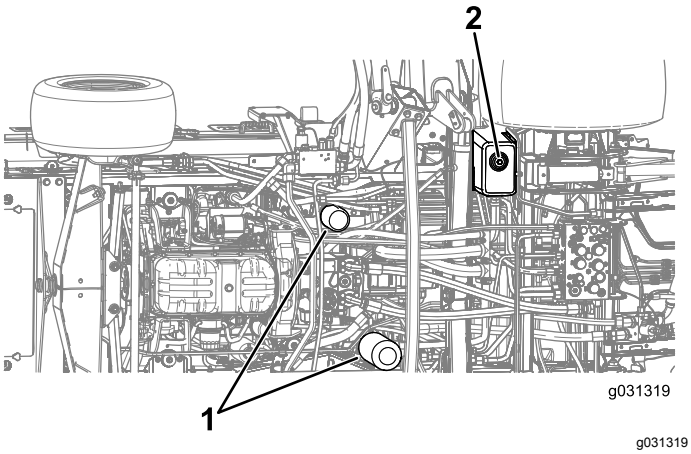

Bild 129
4. Nehmen Sie die Ablassschraube unten am Behälter ab und lassen Sie das Hydrauliköl in die Auffangwanne ablaufen (Bild 129).
7. Stellen Sie eine Auffangwanne unter den Filter und entfernen den Filter (Bild 129).